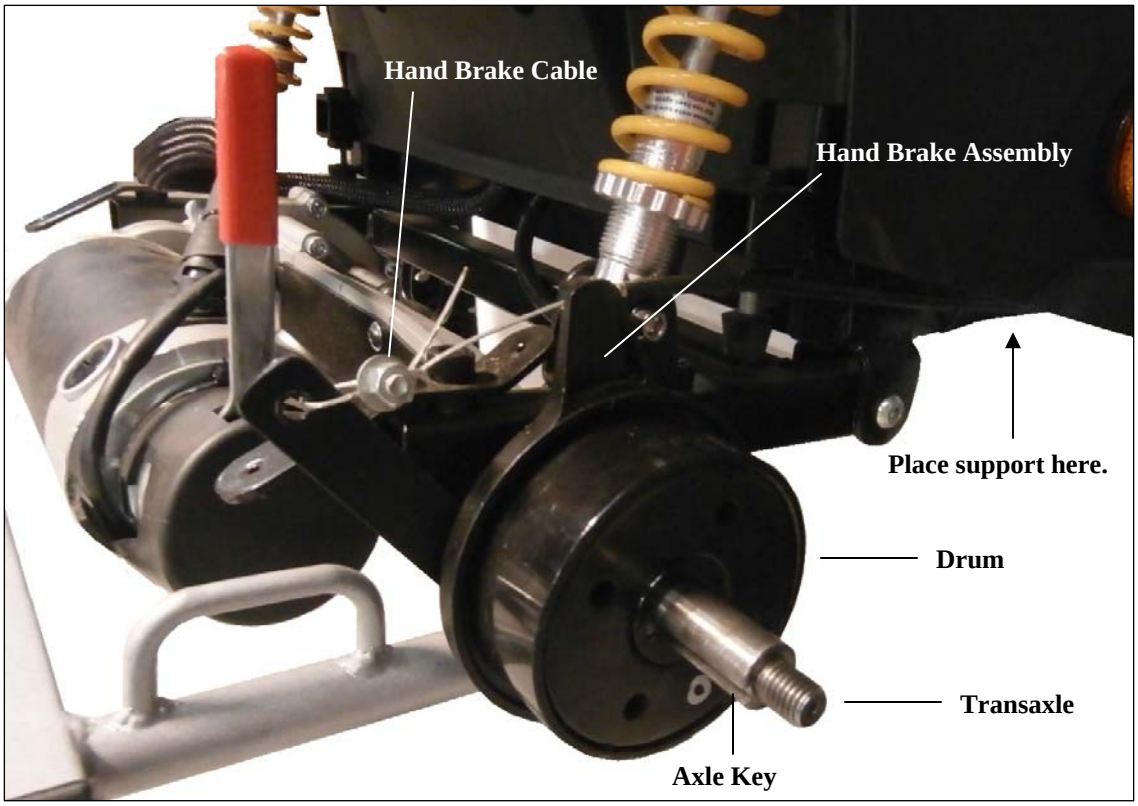

Figure 13. Drum Brake (Rear Section)
7) Slide the drum off the transaxle. See figures 13 and 14 on page 19.